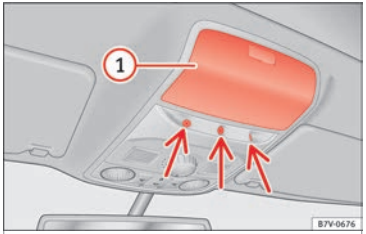

Fig. 132 On the roof console: interior monitoring sensors
Close the storage compartment ››› Fig. 132 (1) on the roof console, otherwise the interior monitoring function (arrow) is not guaranteed to work freely.